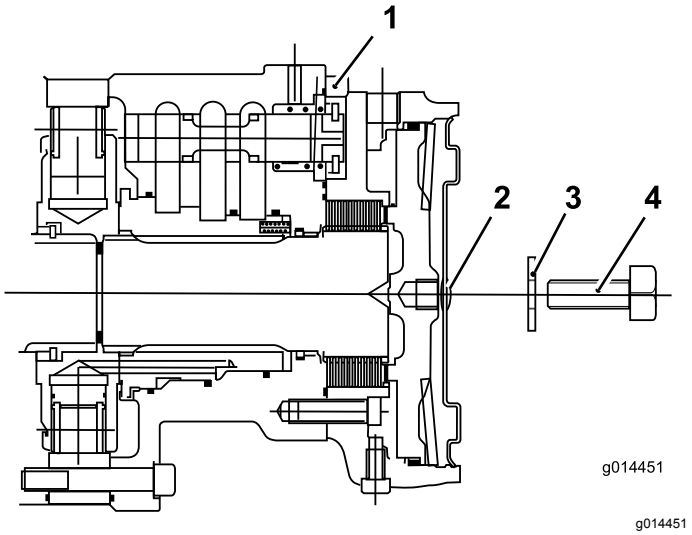

Figur 47
C. Monter den sekskantede prop på motorens endeplade (Figur 47).